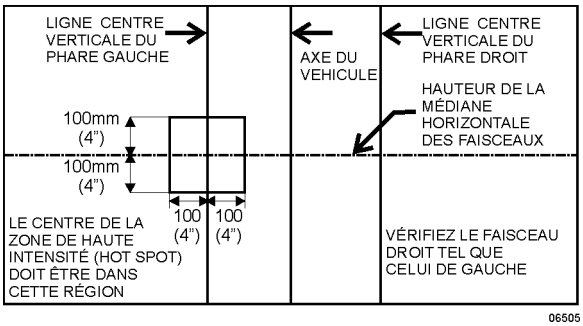

FIGURE 84 : LIMITES D'INSPECTION D'ORIENTATION DES FEUX DE ROUTE
6. Les limites d'inspection pour les feux de route doivent être au centre de la zone longue portée, de 10 cm (4 po) vers le haut à 10 cm (4 po) vers le bas; et, de 10 cm (4 po) de gauche à 10 cm (4 po) à droite sur un écran à 7,6 m (25 pi) (Figure 84).